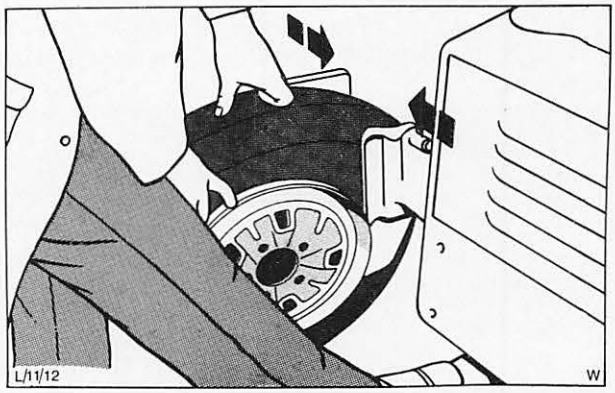

Abb. 12 Reifen vom Felgenbett lösen
1. Ventileinsatz entfernen und Reifen vom Felgenbett abdrücken, Abb. 12.